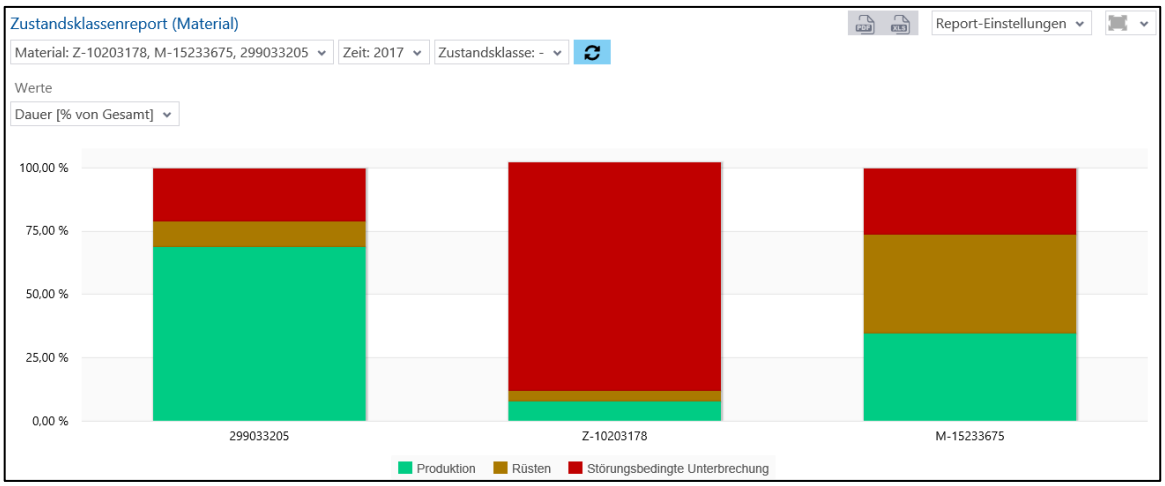

**Bild 67: Zustandsklassenreport (Material) als Säulendiagramm**
- Zustandsklassenreport (Material) als Säulendiagramm (Bild 67):